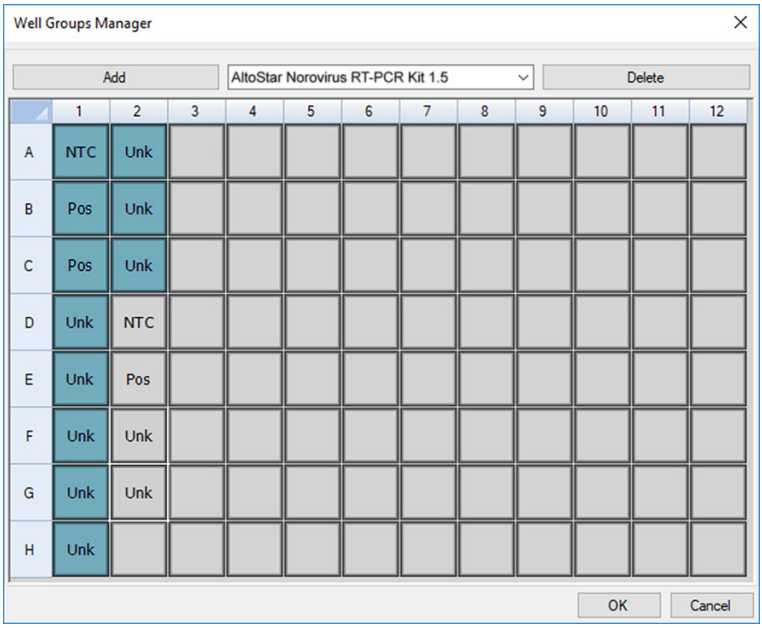

Figura 2: Finestra di dialogo Well Groups Manager (Manager gruppi pozzetto)
2. Nella finestra di dialogo Plate Editor (Editor piastra) fare clic su **Well Groups**… (Gruppi pozzetto...) nella barra degli strumenti. Verrà visualizzata la finestra di dialogo Well Groups Manager (Manager gruppi pozzetto) (vedere figura 2).
5. Selezionare tutti i pozzetti nell'area della piastra di PCR che appartengono al primo test (vedere figura 2). I pozzetti che appartengono a un singolo test possono essere identificati nella finestra di dialogo Plate Editor (Editor piastra) grazie alla voce immessa nel campo **Biological Set** (Set biologico).